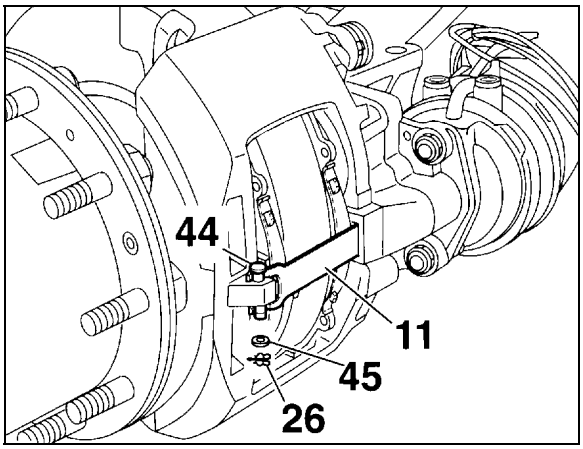

FIGURE 23: CLEARANCE INSPECTION 12119
Brake pads have to be checked on a regular basis depending on the vehicle operation. The remaining thickness of the pads should never be less than 3/32 in (2 mm). To check pad condition without removing the wheel, verify the position of guide bushing (6) relatively to guide sleeve (4) (see Fig. 23). When guide sleeve is in alignment with guide bushing, brake pad thickness has to be checked more precisely with the wheel removed. When replacing brake pads, all four pads on an axle have to be changed at the same time. There is no inner or outer pad, since all pads are the same. Once removed, worn pads should be replaced in their original position.
Remove clip and washer (26 & 45, Fig. 23), push down retainer bar (11), pull out pin (44) and remove retainer bar. Push caliper toward actuator (center of vehicle) for maximum clearance.